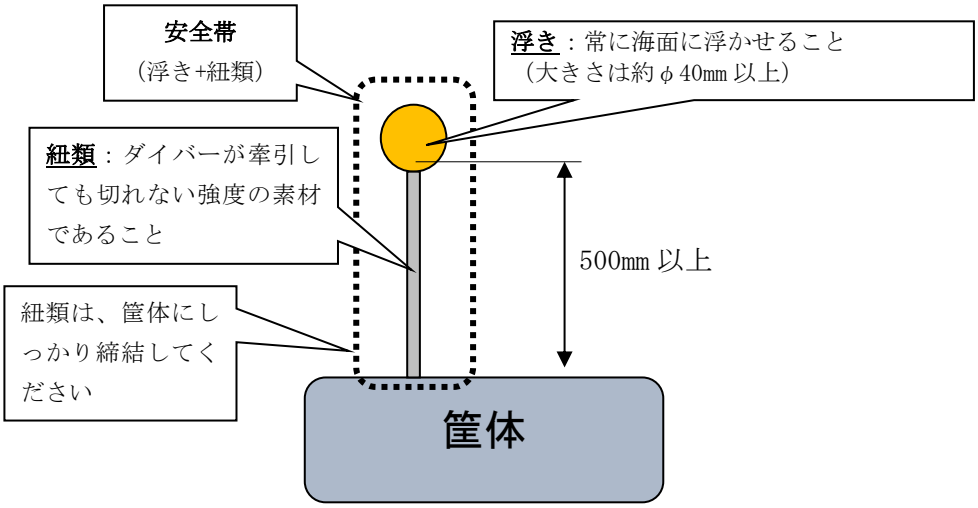

図 4-1-2　安全帯
1)　**安全帯の設置**：競技区域付近で漁船の往来が予想されるため、事故防止の観点から、海面上で筐体の位置が把握でき、コースアウトした際にはダイバーが安全に筐体を捕まえられるように安全帯を設置してください。（図 4-1-2）